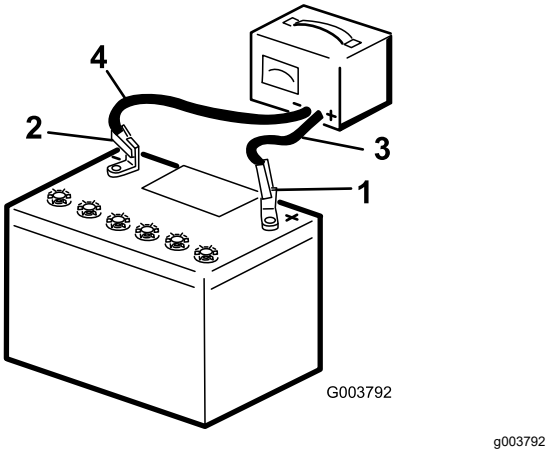

**Figuur 34**
2. Laad de accu 10 tot 15 minuten op bij 25 tot 30 A of 30 minuten bij 4 tot 6 A (Figuur 34). De accu niet te ver opladen.
3. Zodra de accu volledig is opgeladen, haalt u de acculader uit het stopcontact en maakt u vervolgens de oplaadkabels los van de accuklemmen (Figuur 34).
1. Gebruik de eerder verwijderde bevestigingsmiddelen om de pluskabel (rood) op de pluspool (+) van de accu aan te sluiten (Figuur 34).
3. Gebruik de eerder verwijderde bevestigingsmiddelen om de minkabel (zwart) op de minpool (–) van de accu aan te sluiten (Figuur 34).
4. Bevestig de accu met de balk en vleugelmoeren (Figuur 34).